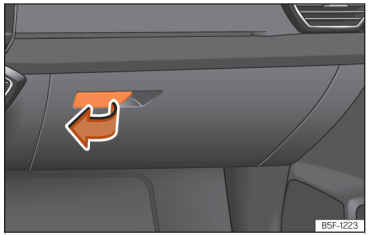

**Fig. 161** On the passenger side: glove compartment.
*Opening:* Pull the handle ››› **Fig. 161** and open the glove compartment.